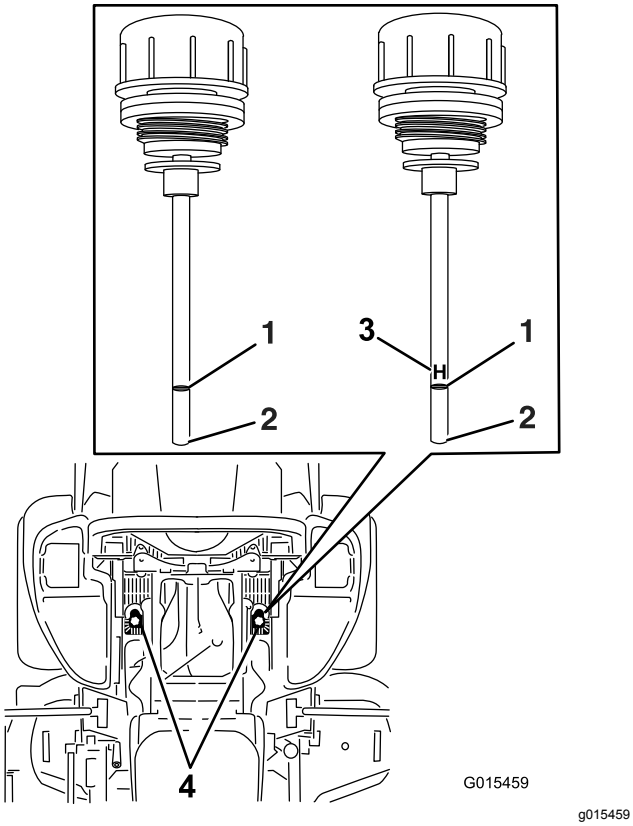

Figuur 90
6. Reinig het gebied rond de peilstokken van de reservoirs van het hydraulische systeem (Figuur 90).
7. Verwijder 1 peilstok uit het hydraulische reservoir (Figuur 90).
9. Neem de peilstok eruit en bekijk het uiteinde (Figuur 90).